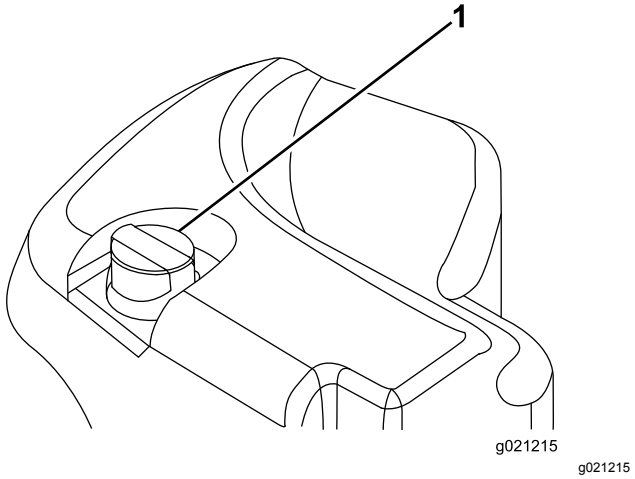

**Figur 33**
2. Rengjør rundt påfyllingshalsen og lokket på tanken for hydraulisk olje (Figur 33).